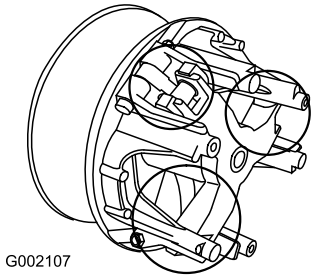

**Figure 47**
5. Lubricate the moving parts in the areas circled in Figure 47 using Toro Dry Lubricant Spray, available through your Authorized Toro Dealer or Distributor.